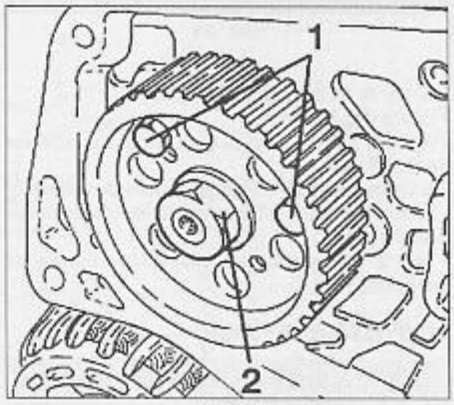

FIG. 27
• À l'aide de 2 vis (1), bloquer en rotation le pignon de pompe à injection puis déposer l'écrou (2) (Fig.27).